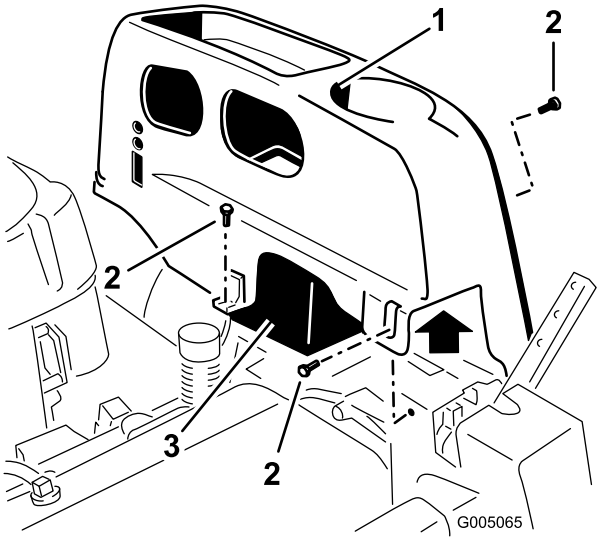

Figur 23
2. Ta bort TORX®-skruvarna (T25) som fäster vänster kåpa vid ramen, så som det visas i Figur 23.